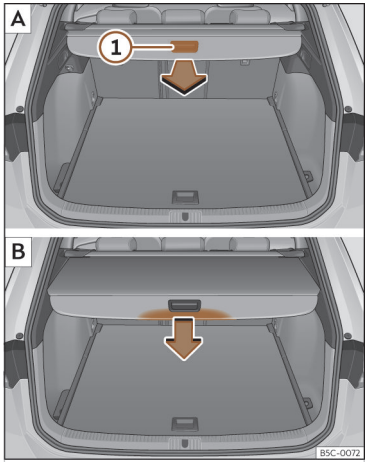

Abb. 175 Im Kofferraum: Abdeckung ausziehen und einrollen.
- Ziehen Sie gleichmäßig die Abdeckung am Handgriff ››› **(Abb. 175)** ① heraus, bis diese hörbar einrastet.
- Drücken Sie den Haltegriff der Gepäckraumabdeckung in Pfeilrichtung, bis diese entriegelt ist ››› **(Abb. 175)** B.